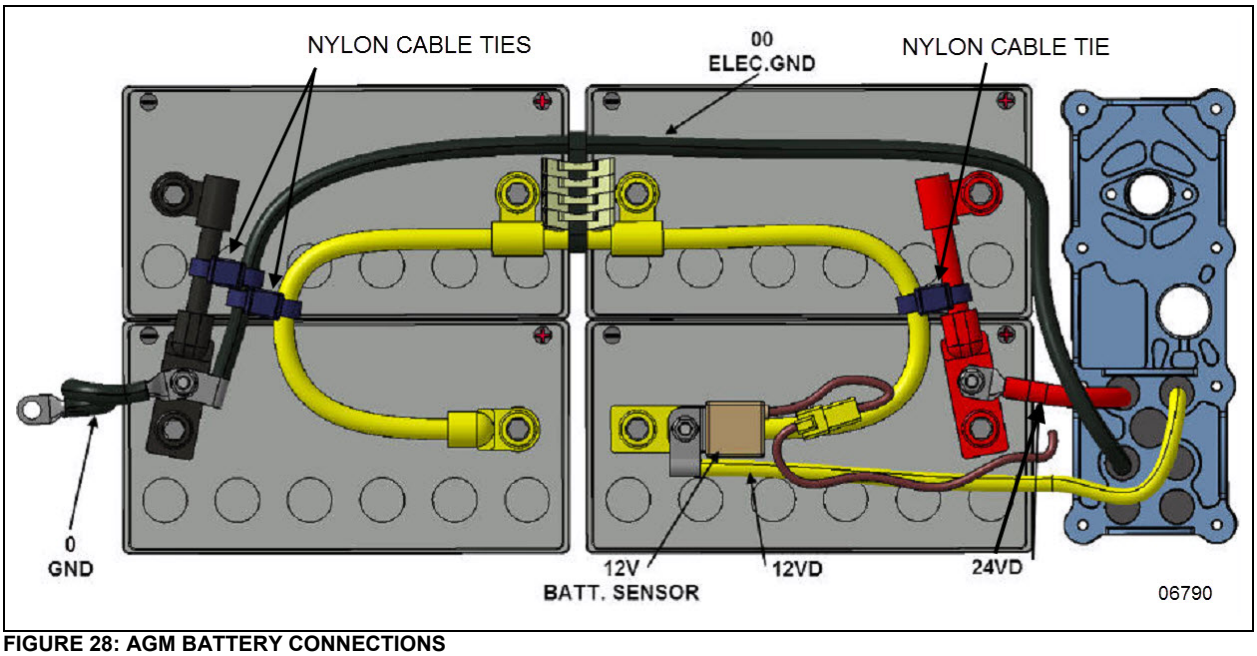

**FIGURE 28: AGM BATTERY CONNECTIONS**
This vehicle is equipped with PRIME energy management system, it is provided with four (4) Absorbed Glass Mat (AGM) 12-volt batteries connected in series-parallel (**FIGURE 28**).